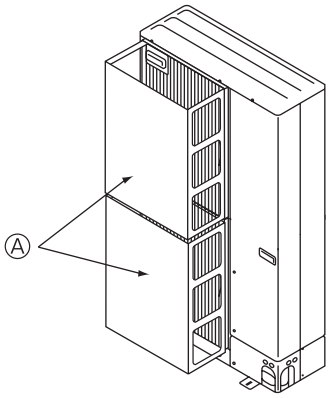

Fig. 3-3
② Installer un guidage d'air optionnel si l'appareil est placé dans un endroit où les vents violents d'un typhon par exemple pourraient s'engouffrer directement dans la sortie d'air. (Fig. 3-3)